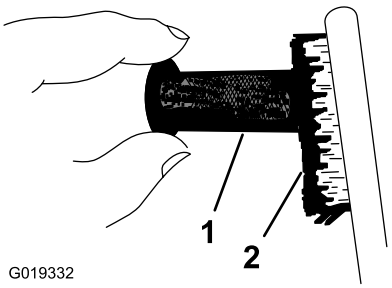

Figure 58
6. Use a brush to carefully remove carbon deposits from the spark-arrester screen (Figure 58).